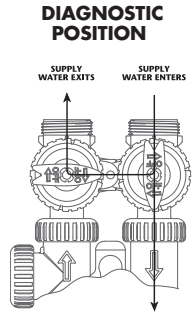

FIGURE 3
3. **Diagnosestellung:** Der Zulaufgriff zeigt zum Steuerventil, der Ablaufgriff zeigt zur Mitte des Bypassventils. Unbehandeltes Leitungswasser kann ins System und ins Gebäude fließen, aber es kann kein Wasser aus dem System ins Gebäude fließen (**Abb. 3**). Dadurch kann der Servicetechniker